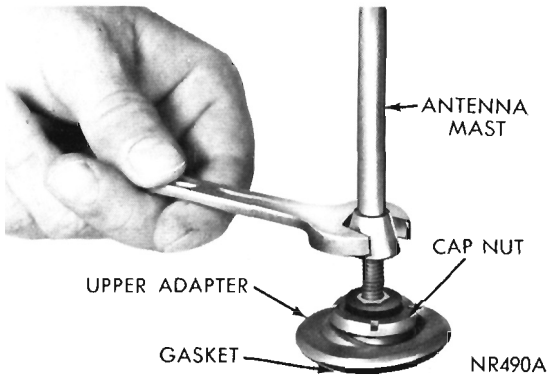

Fig. 6—Antenna Installation—All Models
(1) Unplug antenna lead from radio receiver.
(2) Remove antenna by unscrewing from antenna body (Fig. 6).